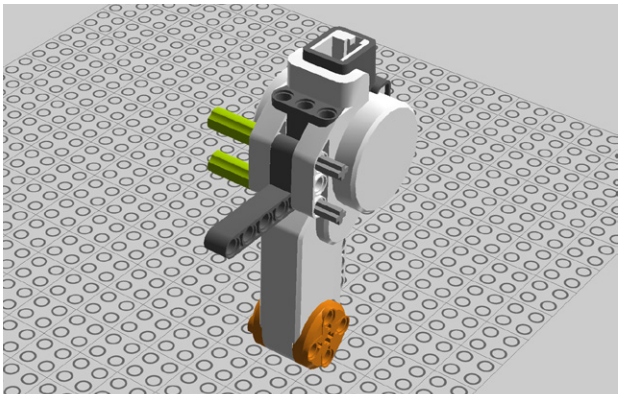

Figure 1-14. *Step 10: Adding extenders*
10. Add two cross-axle extenders as shown in Figure 1-14.